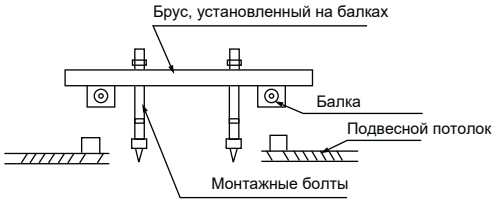

Рис. 4-1
4.1 БЛОКИ МОГУТ УСТАНАВЛИВАТЬСЯ В ВЕРТИКАЛЬНОМ ПОЛОЖЕНИИ ПРИ УСЛОВИИ НАЛИЧИЯ ДОСТАТОЧНОГО ПРОСТРАНСТВА ДЛЯ РАЗМЕЩЕНИЯ И ОБСЛУЖИВАНИЯ (СМ. РИС. 4-1).